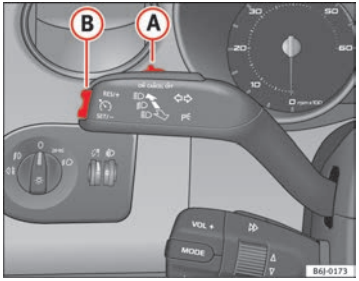

Fig. 105 Turn signal and main beam headlight lever: switch and rocker switch for the cruise control
– Press the upper part **RES** of the rocker switch ⇒ fig. 105 (B) to increase the speed. The vehicle will continue to accelerate as long as you keep the rocker switch pressed. When you release the switch, the new speed is stored.
Cruise control is switched off if you reduce speed by depressing the brake pedal. Reactivate the control by pressing once on the upper part of the rocker switch **RES+** ⇒ page 144, fig. 105 (B).